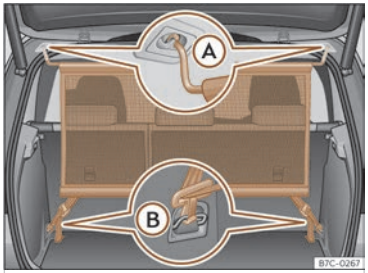

Abb. 168 Netztrennwand eingebaut.
- Netztrennwand in der linken Aufnahme am Dach ››› **(Abb. 168)** Ⓐ einhängen. Darauf achten, dass die Querstange über die obere Position hinaus nach unten gezogen wird.
- Netztrennwand in der rechten Aufnahme am Dach durch Zusammendrücken der Querstange ››› **(Abb. 168)** Ⓐ einhängen.
- Beide Haltehaken der Netztrennwand in die vorderen Verzurrösen im Gepäckraum ››› **(Abb. 168)** Ⓑ einhängen und die Gurte fest spannen.